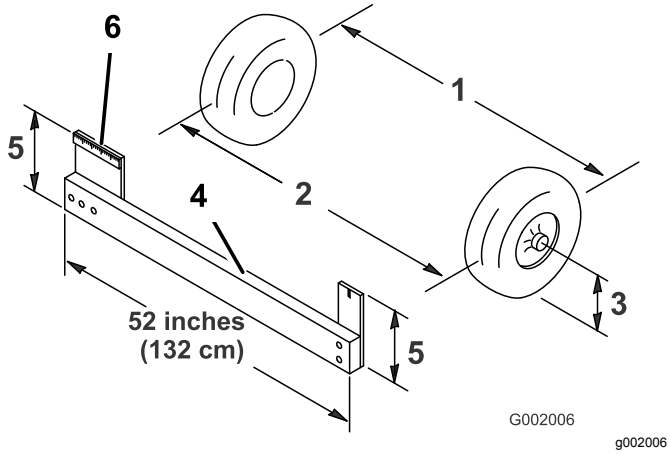

Figur 48
4. Mål afstanden mellem begge fordækkene ved akselhøjden ved både forsiden og bagsiden af fordækkene (Figur 48).
Bemærk: Der skal bruges en opspændingsanordning eller en justeringsmåler til målingen bag på fordækkene ved akselhøjde. Brug den samme opspændingsanordning eller justeringsmåler til at foretage en præcis måling foran på fordækkene ved akselhøjde (Figur 48).